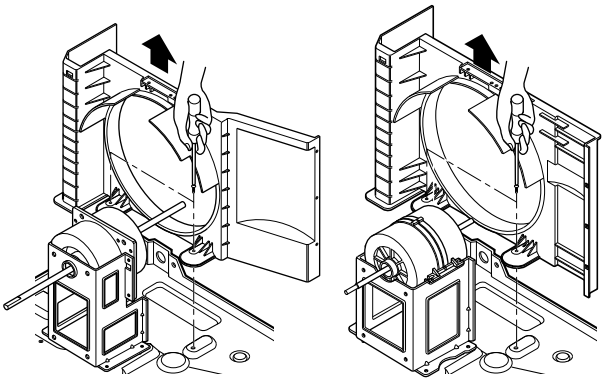

Figure 8 (a) Figure 8 (b)
3. Remove the shroud. (See Fig. 8)